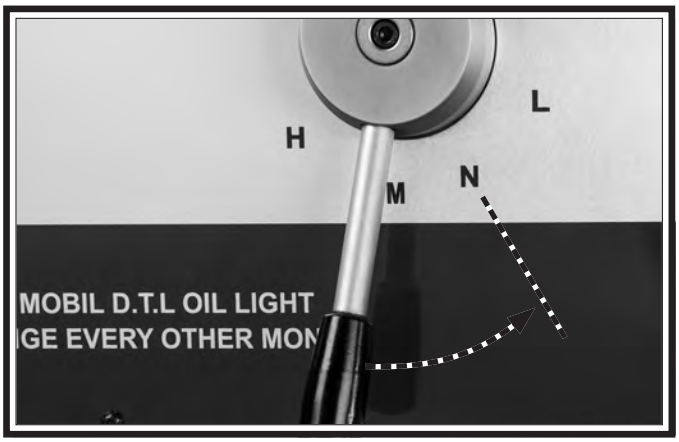
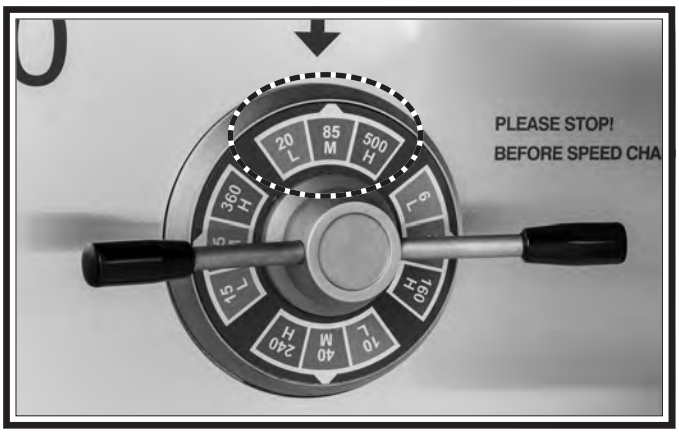

Figure 36. Headstock range lever.
Figure 37. Spindle speed range hub.
The headstock is equipped with two levers that are used to set spindle speed. The first and largest lever (with speed dial) is for speed selection (see **Figure 37**), and the second lever is for range selection (see **Figure 36**). Using a combination of the two controls provides 12 available speeds between 6 and 500 RPM.
3. Rotate Speed lever to align arrow in headstock to any one of four speed group selections each enclosed by a box on speed dial. For example, **20L**, **85M**, **500H** is selected in **Figure 37**.